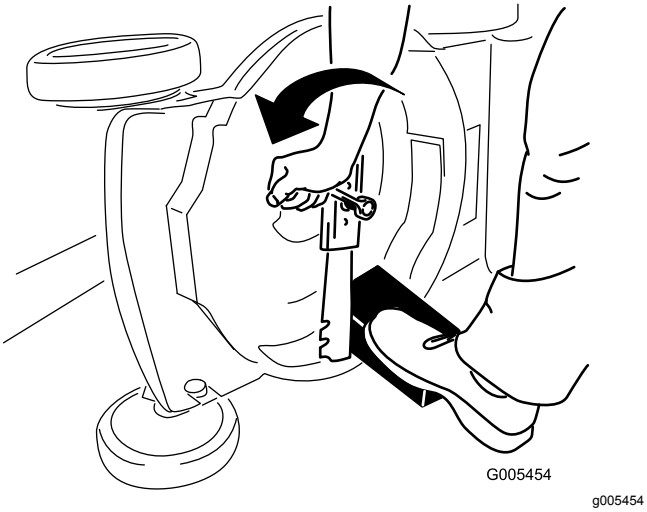

Figuur 24
3. Gebruik een blok hout om het mes stil te houden (Figuur 24).
4. Verwijder het mes en bewaar alle bevestigingselementen (Figuur 24).